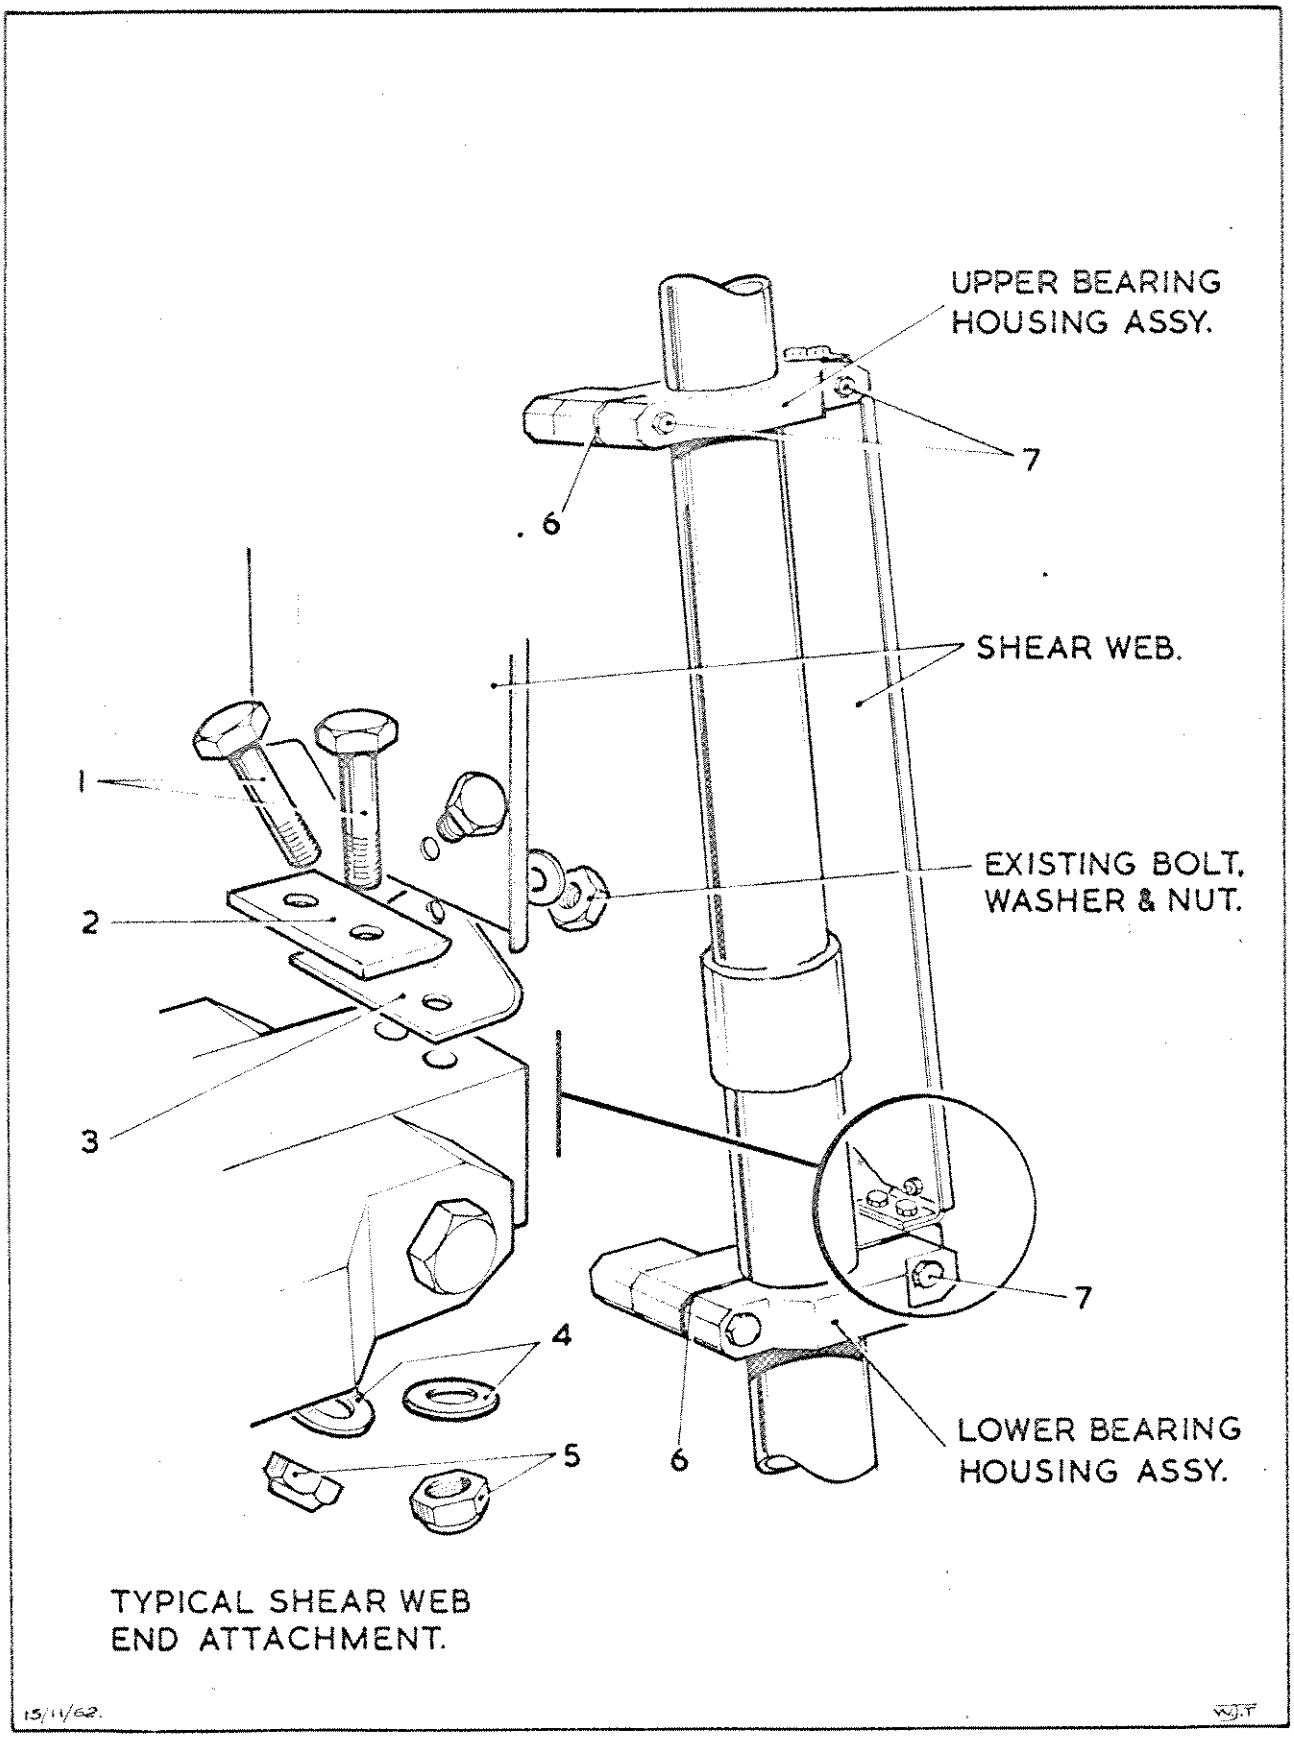

FIG. 1. NOSE-LEG SHEAR WEB ATTACHMENT
DETAILS Rectification of the exhaust flange cracking consists of installing a triangulated tubular structure picking up on two points at the rear of the engine and supporting the rear ends of the exhaust pipes. Refer to attached Fig. 1 in conjunction with details listed below when installing the stay structure.
(e) (Refer to Fig.1) Remove bottom left hand nut and washer (1) from generator attachment flange. Discard washer and fit L/H. outer stay (2).
Refer to Fig. 1 attached in conjunction with details listed below